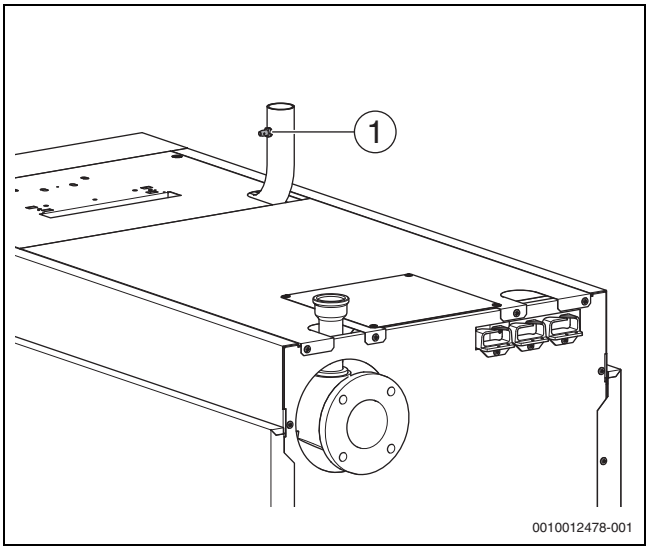

Bild 31 Gasleitung entlüften
- ▶ Verschlussschraube des Prüfnippels (→ Bild 31, [1], Seite 29) für den Gas-Anschlussdruck und Entlüftung um 2 Umdrehungen lösen.